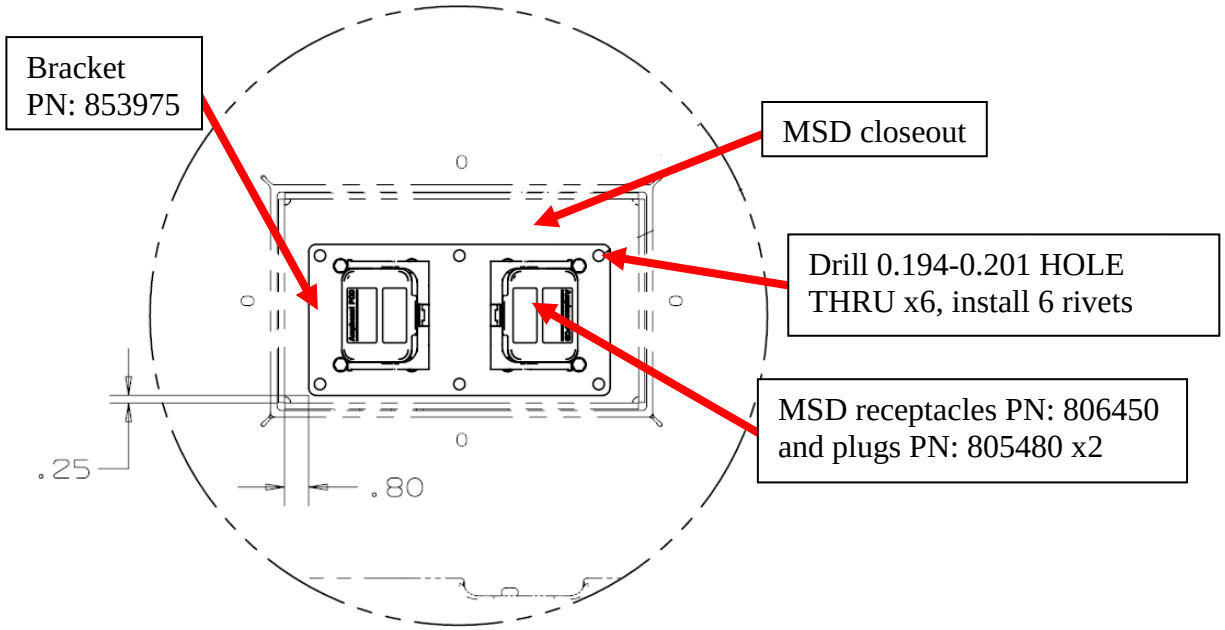

Figure 16: Rear ESS MSD closeout bench assembly
3.4.1 Assure MSD closeout is removed from rear ESS compartment. Using bracket PN: (853975) as a template, drill 6 holes as shown in figure 16.